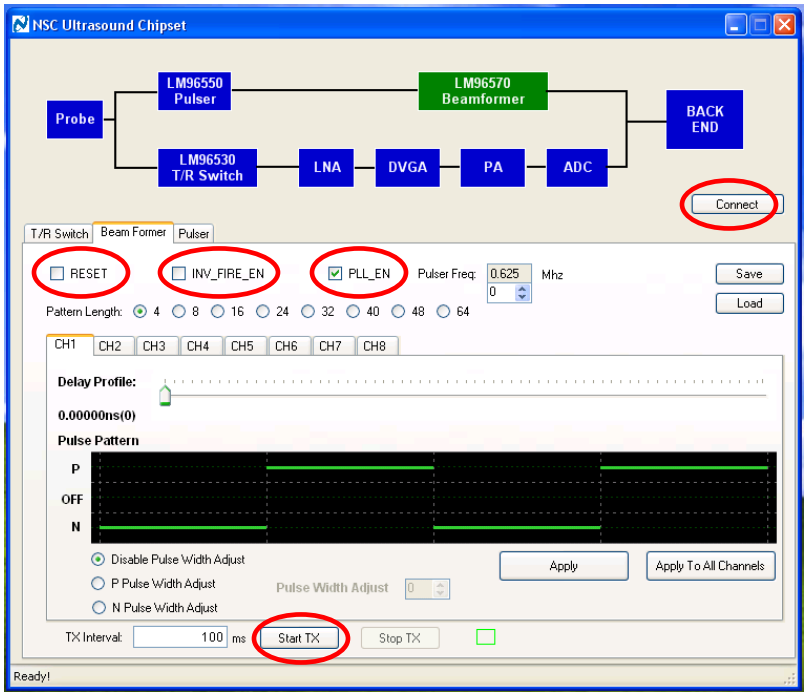

Figure 9: Beam Former Controls
- **Make sure the status of five red circles matched in Figure 9**